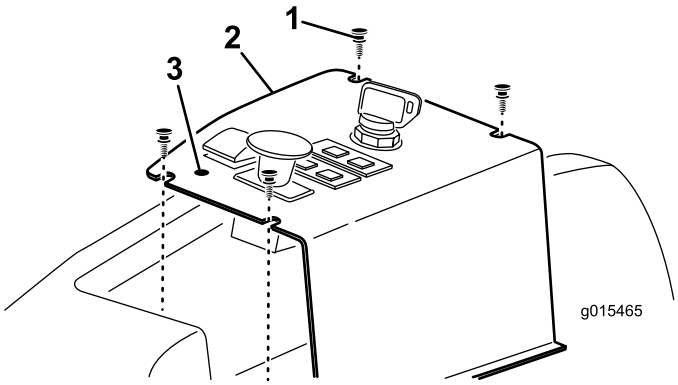

Figuur 13
1. Maak voorzichtig een gat in het label van het bedieningspaneel, vlakbij de hefschakelaar, om het gat voor de montage van de hefvergrendelingshendel bereikbaar te maken (Figuur 13).
2. Verwijder de (4) schroeven waarmee het bedieningspaneel is bevestigd (Figuur 13).